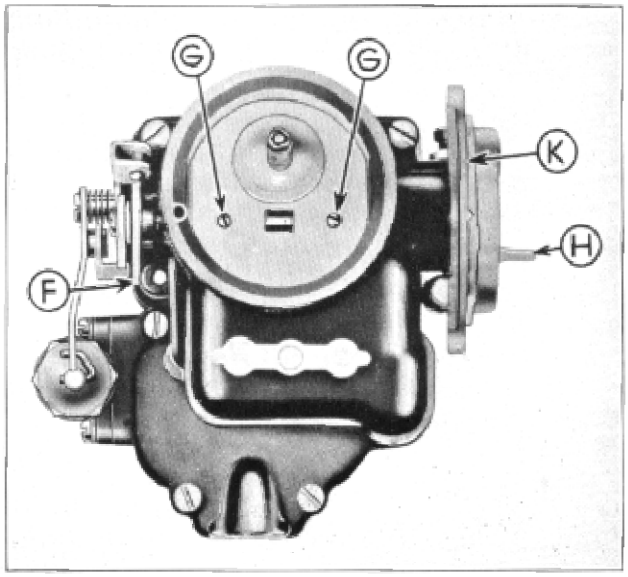

Figure 23
(66) Remove screw that holds choker trip lever (F) (Figure 23). Choke shaft washer, choke trip lever and fast idle cam and collar assembly can then be emoved.
(68) Remove two choke valve screws (G) and choke valve assembly (Figure 23).